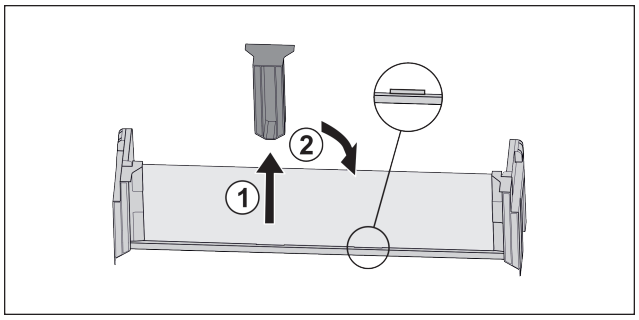

Fig. 92
▶ Mittleres Halteteil abziehen *Fig. 92 (1)*.
▶ Mittleres Halteteil auf zweiter Position einsetzen *Fig. 92 (2)*.